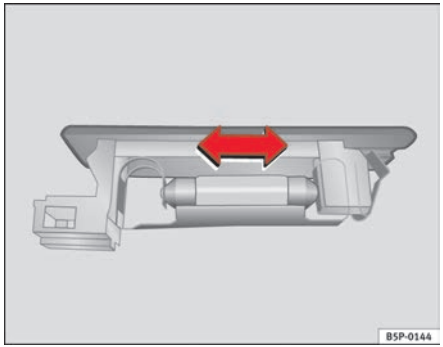

Fig. 175 Luggage compartment light
– Press the lamp sideways and remove it from its housing ⇒ fig. 175.